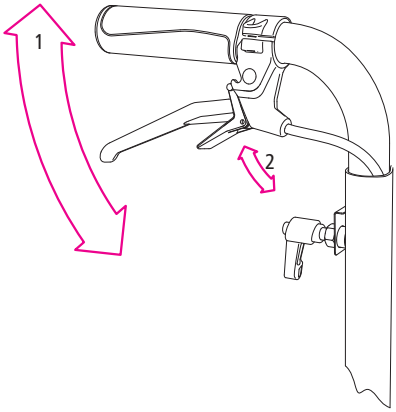

afb. 16
1. Door de handrem omhoog te trekken (1, afb. 16) kan de rolstoel gecontroleerd worden geremd.
2. U kunt de handrem vastzetten om de rolstoel te vergrendelen. Trek daarvoor ook de kleine vergrendelingshendel naar boven (2, afb. 16). Deze blijft in de hoogste positie staan. Door de handrem verder naar boven te trekken wordt de vergrendeling opgeheven en is de rem weer vrij.